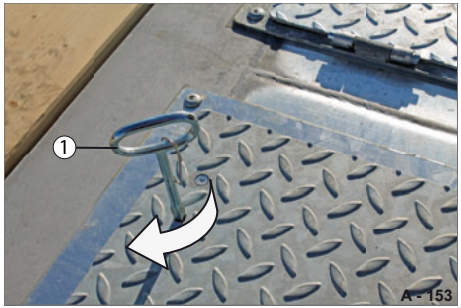

Abb. 71 Staukasten entriegeln
▶ Stecken Sie den Vierkant-Steckschlüssel (Abb. 71/1) in die Lochung ein und drehen Sie diesen.